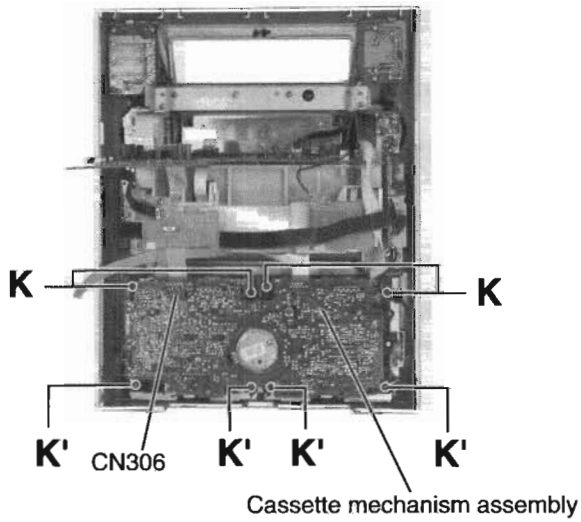

Fig.16
■Removing the cassette mechanism assembly (See Fig.16)